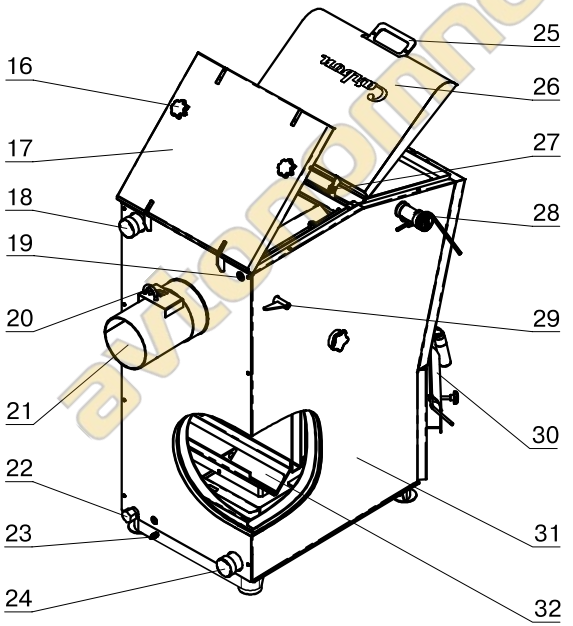

Рис.1 Конструкция отопительного котла
4.6.4. Эксплуатировать котел при неполном заполнении системы отопления водой и с открытыми дверцами (поз. 8,17,26) (см. рис.1).
5.1. Котел (рис.1) состоит из корпуса (поз. 1), топки (поз. 4), системы газоходов, дымохода (поз. 21).
• Откройте прочистную дверцу поз.17 Рис.1 и уберите экран поз.9 Рис.1.
6.2.6. Проверьте установку крышки люка прочистного (поз.32) Рис.1. Крышка должна лежать на прочистном окне плотно, без зазоров. Доступ к крышке люка производится через газоходный канал при открытой прочистной дверце (поз.17) и снятом экране (поз.9).
Откройте полностью заслонку дымохода (поз. 20) Рис.1, установив ручку заслонки вдоль патрубка дымохода (положение “открыто”).